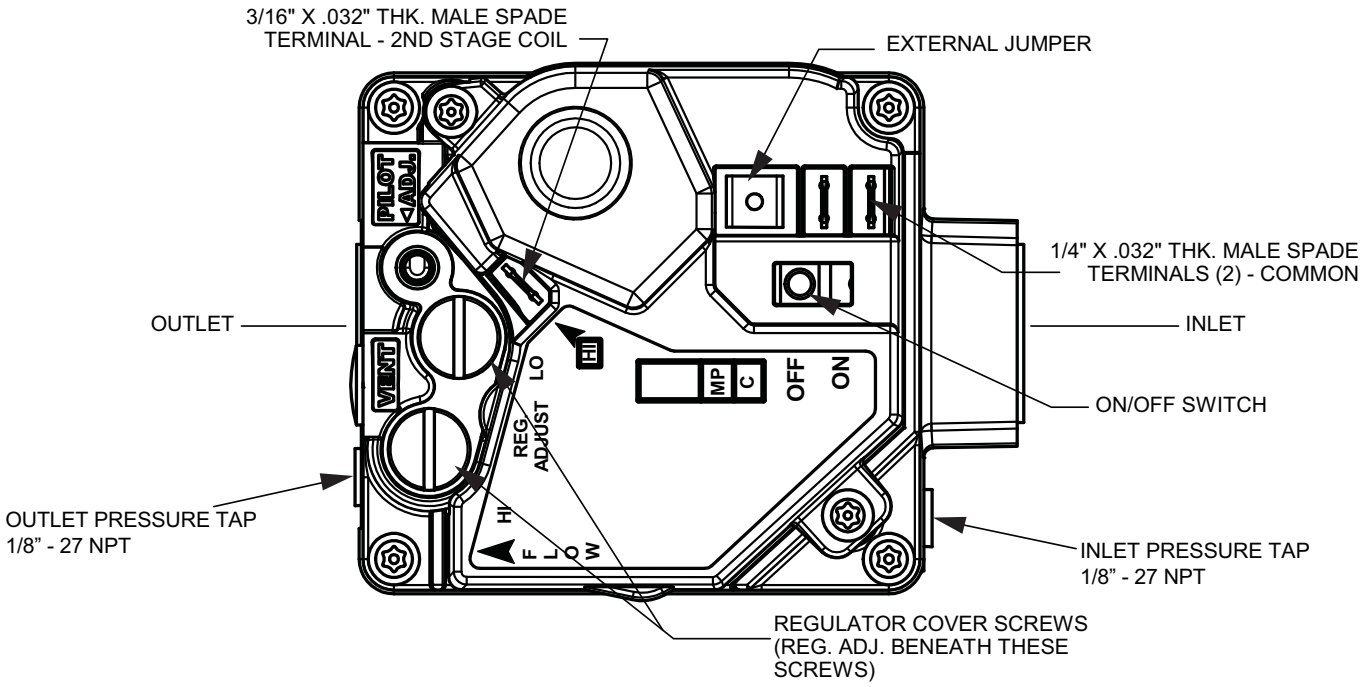

Figure 25: 7.5 Thru 12.5 Ton 3/4" Two Stage Gas Valve
4. Turn gas valve switch to “OFF” position (See Figure 25).
This gas furnace has two heat stages. Therefore, the gas valve has two adjustment screws located under two cover screws. The second stage adjustment screw is adjacent to the "HI" marking on the valve and the first stage adjustment screw is located adjacent to the "LO" marking on the valve (See Figure 25).